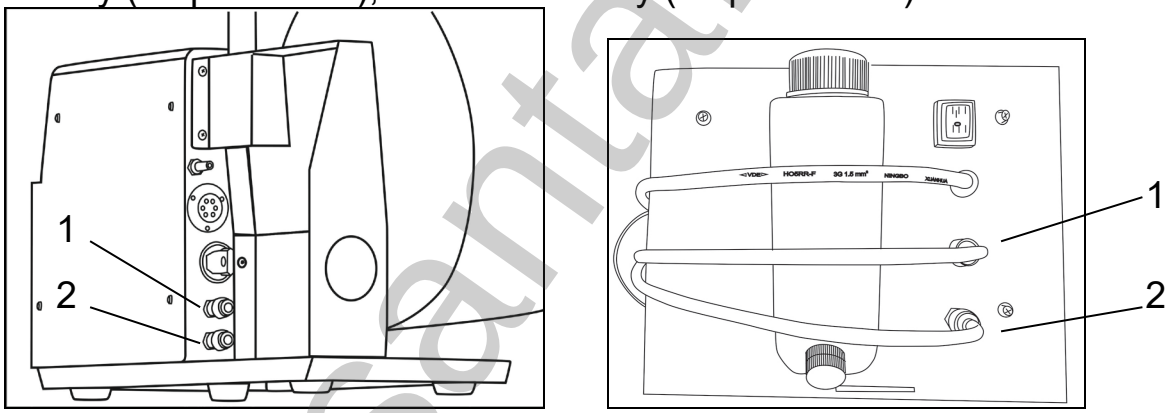

Рис.14. Подключение трубок для циркуляции воды к блоку управления и блоку охлаждения
4. Трубки для циркуляции воды от кулера к фидеру требуется подключить, так же используя разъемы одинакового цвета. Красный к красному (на рис 14 - 1), синий к синему (на рис.14 – 2).